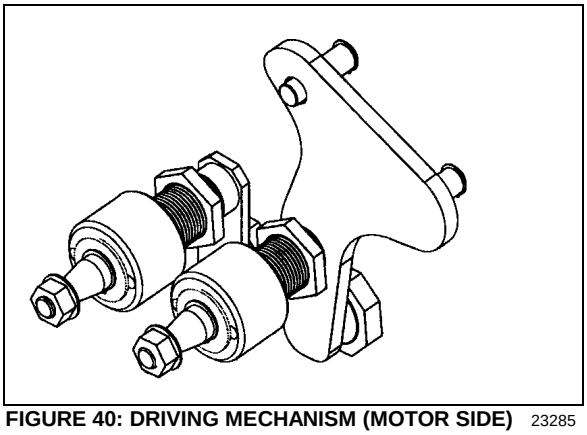

**FIGURE 40: DRIVING MECHANISM (MOTOR SIDE)** 23285
1. Reinstall the wiper arms and position as shown in figure 40. Before positioning the wipers at their final position, tighten the nuts at first.